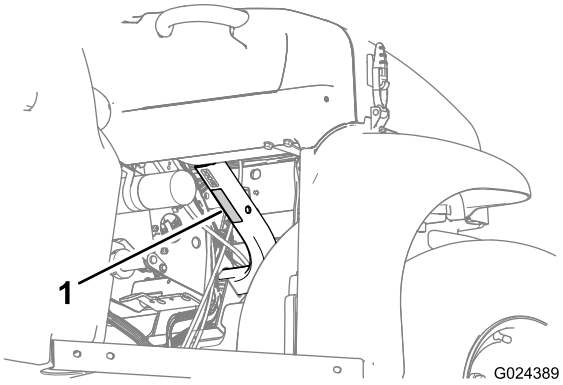

Figur 22
- Overhold maskinens vægtkapacitet og begræns vægten af den last, du transporterer på ladet, som beskrevet i Specifikationer (side 16) og på maskinens mærke med køretøjets bruttovægt (Figur 22).